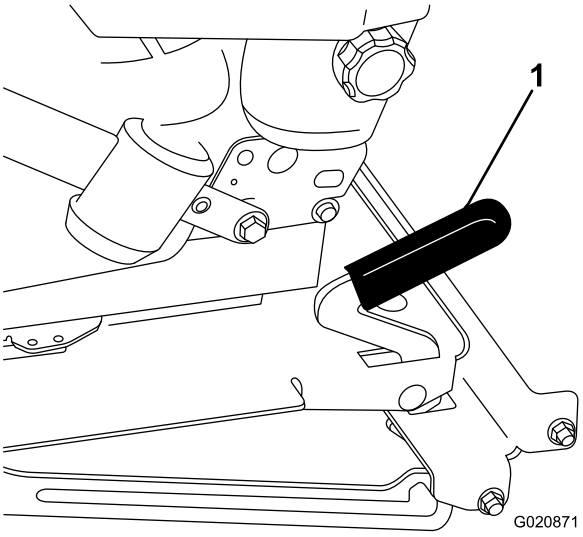

Figura 32
2. Tire de la palanca del enganche del asiento hacia adelante y levante el asiento para desbloquear el asiento (Figura 32).